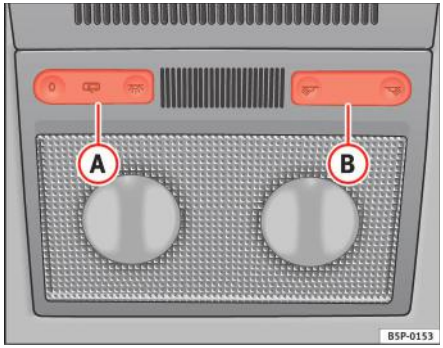

Fig. 77 Capitonajul plafonului: luminile interioare din față
Comutatorul ⇒ fig. 77 (A) este utilizat pentru a selecta următoarele poziții:
Aduceți comutatorul în poziția O ⇒ fig. 77.